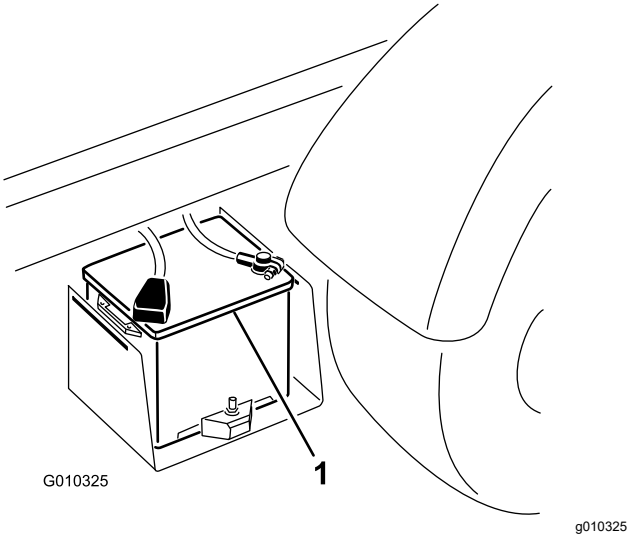

Figur 43
2. Koble de to batterienes positive poler til hverandre med en startkabel (Figur 43).